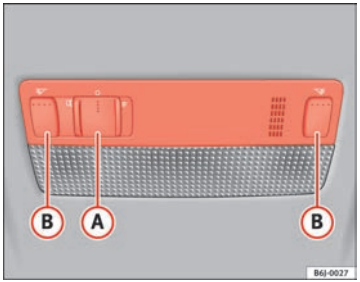

Fig. 58 Luz delantera de lectura
Pulse la tecla correspondiente (B) ⇒ fig. 58 para encender la luz de lectura.